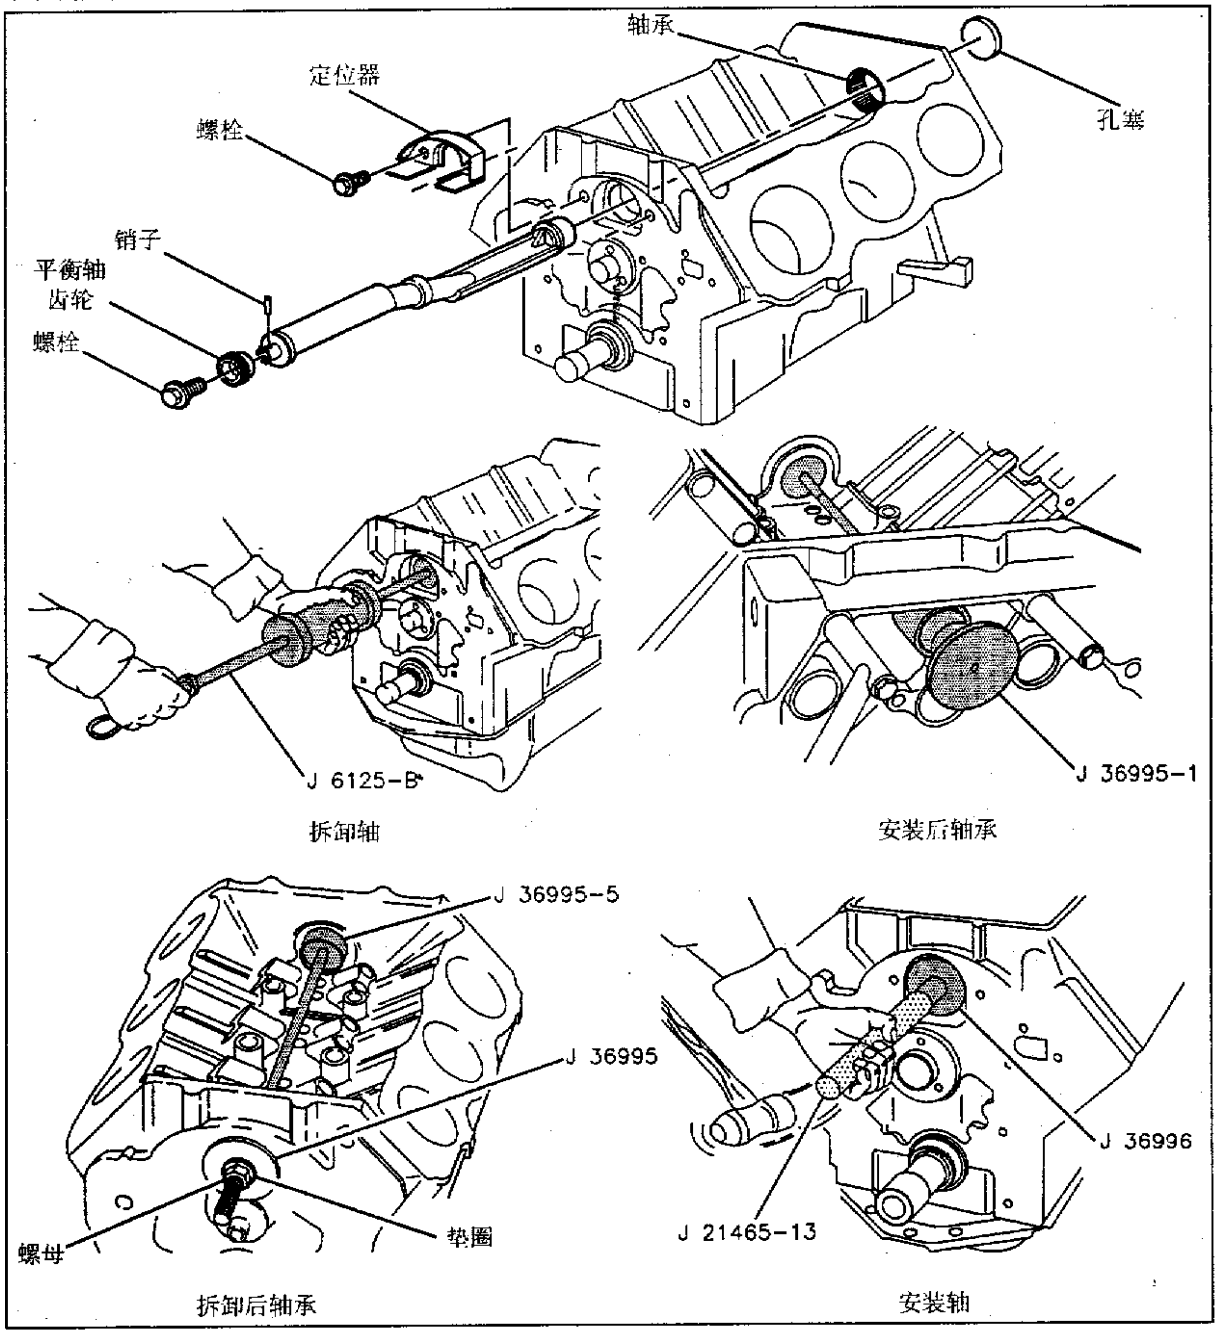

图 1-1-9　3.8L 发动机平衡轴拆卸
(1) 平衡轴拆卸。
①脱开蓄电池负极电缆,拆下飞轮,拆下进气歧管。
②拆下气门挺杆导管定位器,拆下正时前链罩盖,见图 1-1-9,拆下平衡轴传动齿轮螺栓。拆下凸轮轴链轮和正时链。
③拆下平衡轴定位器螺栓,拆下平衡轴定位器和齿轮,拆下平衡轴。拆下平衡轴后塞和后轴承。